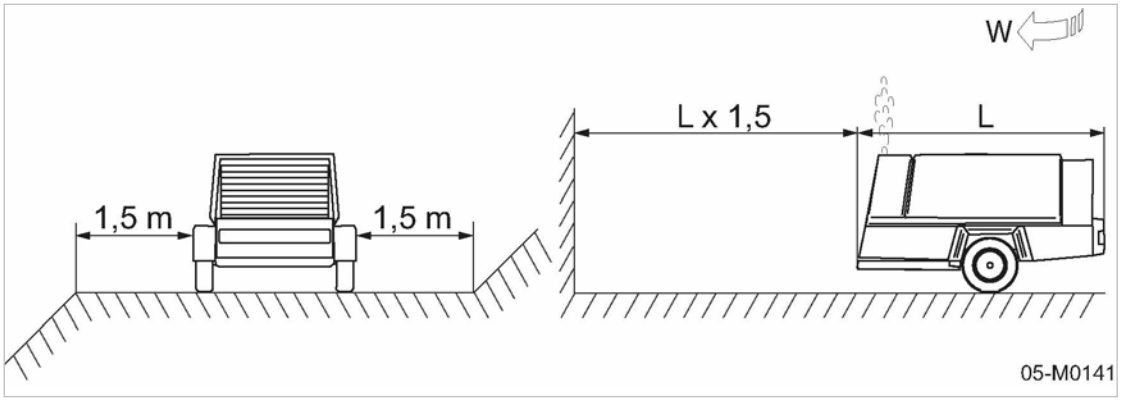

Fig. 17 Distances minimales par rapport à la fouille
- Les gaz d'échappement et l'air chaud ne puissent pas être aspirés par la machine ; Attention au sens du vent ! (voir fig. 17)